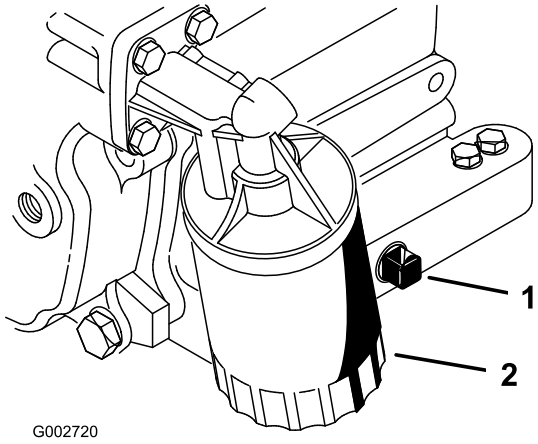

Figur 26
2. Afmonter den bageste aftapningsprop (Figur 26), og lad olien løbe ned i en drænbakke. Monter aftapningsproppen igen, når olien holder op med at løbe.
3. Fjern oliefilteret (Figur 26). Påfør et let lag ren olie på den nye filterpakning.